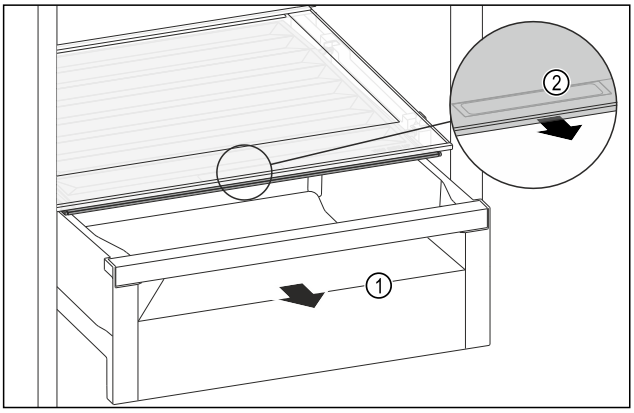

Fig. 170
▶ Zásuvku *Fig. 170 (1)* vytáhněte.
▶ Uchopte prohlubeň pro rukojeť *Fig. 170 (2)* na víku zásuvky a současně zatáhněte za víko zásuvky směrem dopředu.